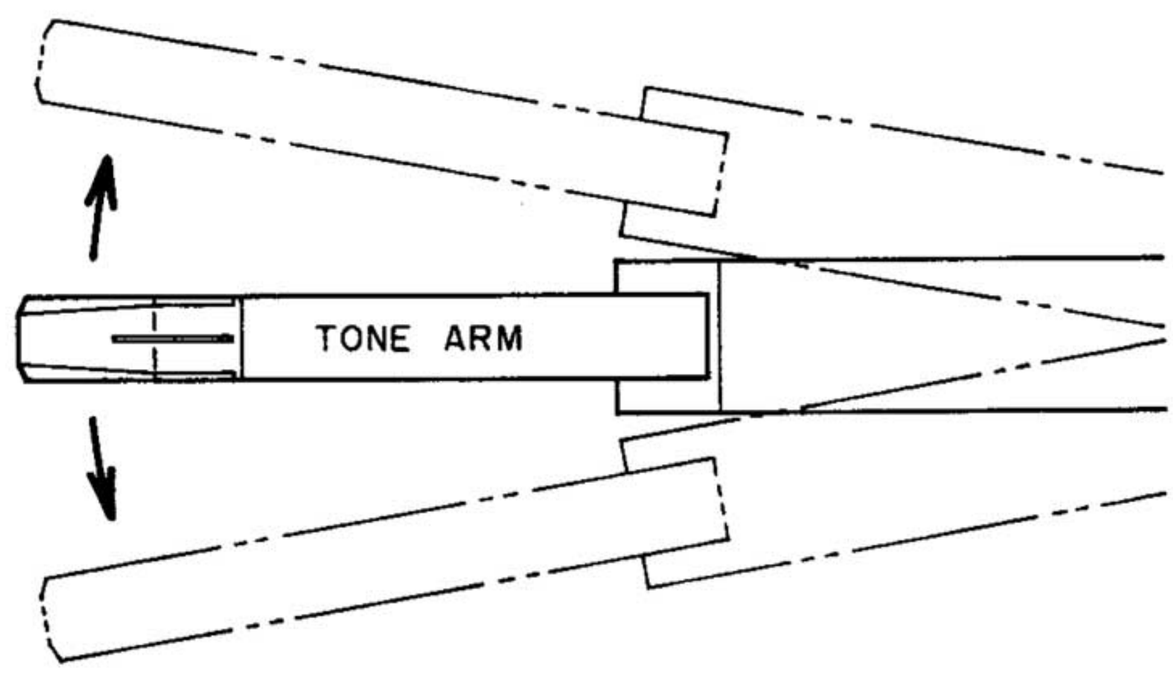

Fig. 6-4
1) Move the Tone arm to left side as shown Fig. 6-4.